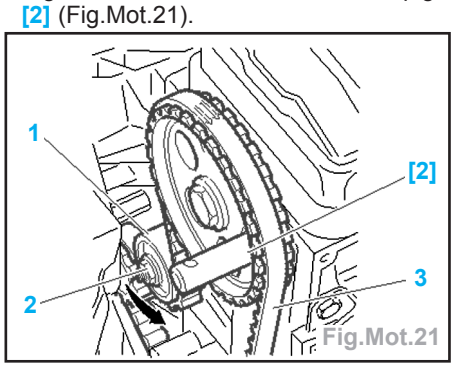

Fig.Mot.21
- Piger l'arbre à cames à l'aide de la pige [2] (Fig.Mot.21).